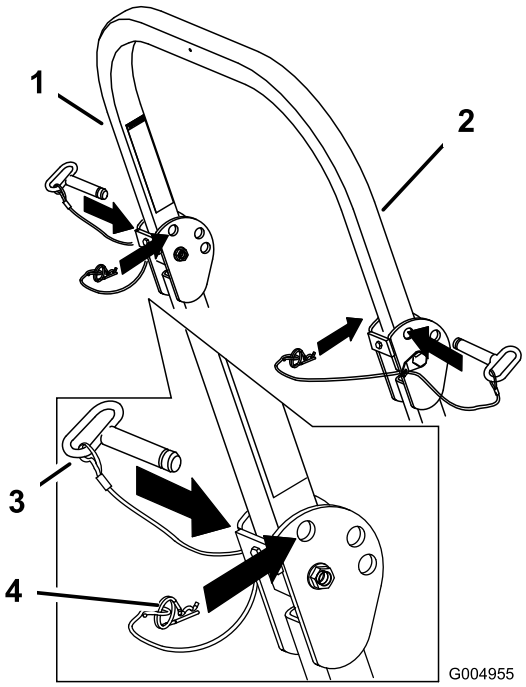

Figur 7
1. Ta loss hårnålssprintarna och ta bort de två tapparna (Figur 7).
3. Sätt tillbaka de två tapparna och säkra dem med hårnålssprintarna (Figur 7).
4. Fäll upp störtbågen genom att lossa hårnålssprintarna och ta bort de två tapparna (Figur 7).
5. Fäll upp störtbågen till upprätt läge, sätt i de två tapparna och spärra dem med hårnålssprintarna (Figur 7).